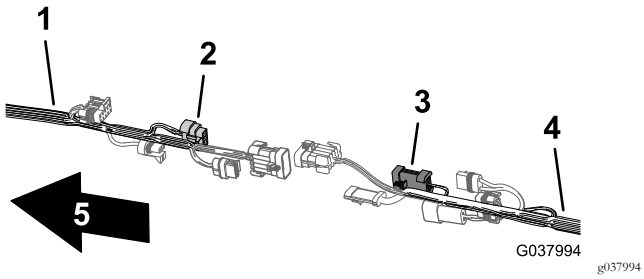

Figuur 108
4. Sluit de stekker met 8 pinnen van de voorste kabelboom voor de verbinding van de spuitmachinekabelboom aan op de connector met 8 contacten van de achterste kabelboom voor de dosisschakelaar (Figuur 108).